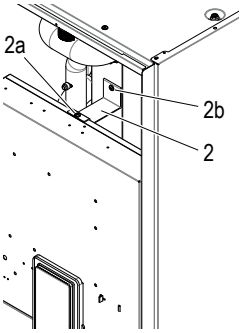

fig. 17 - vue sans panneau avant
- dévisser la vis supérieure (réf. 2a - fig. 17)
NB : Il est possible de retirer la platine de blocage arrière (réf. 2 - fig. 17) en dévissant la vis (réf. 2b - fig. 17).